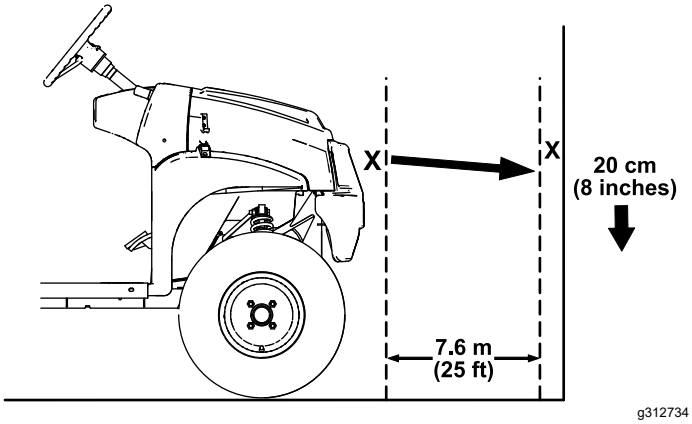

Figuur 50
1. Parkeer de machine op een horizontaal oppervlak met de koplampen op ongeveer 7,6 meter verwijderd van een muur (Figuur 50).
Het helderste gedeelte van de lichtstraal van de koplampen dient zich 20 cm onder de markering op de muur te bevinden (Figuur 50).